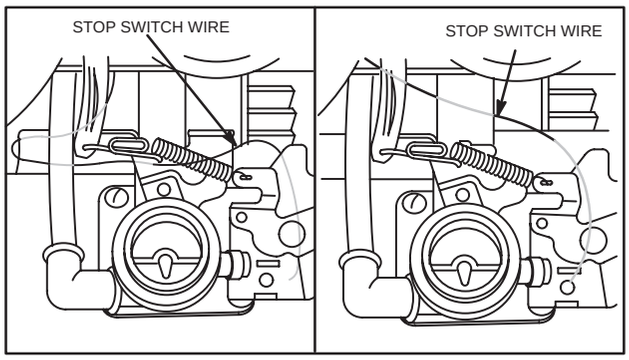

Fig. 250 – STOP SWITCH WIRES
6. Install mounting bolts. Fig. 250 shows routings of stop switch wires.